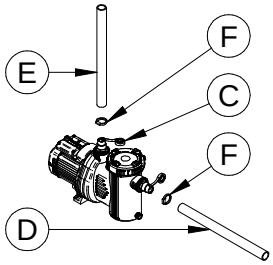

Fig. 24
3. Applicate, se necessario, alcuni giri del teflon in dotazione attorno ai portagomma (Fig. 24, # C; *componenti idraulici*) per garantire la tenuta del tubo (*componenti idraulici*) sul portagomma.
4. Collegare il tubo (*componente idraulico*) di *aspirazione* al portagomma IN (Fig. 24, # D) ed il tubo di mandata al portagomma OUT (Fig. 24, #E). Assicurare i tubi (*componente idraulico*) con delle fascette (Fig. 24, # F).